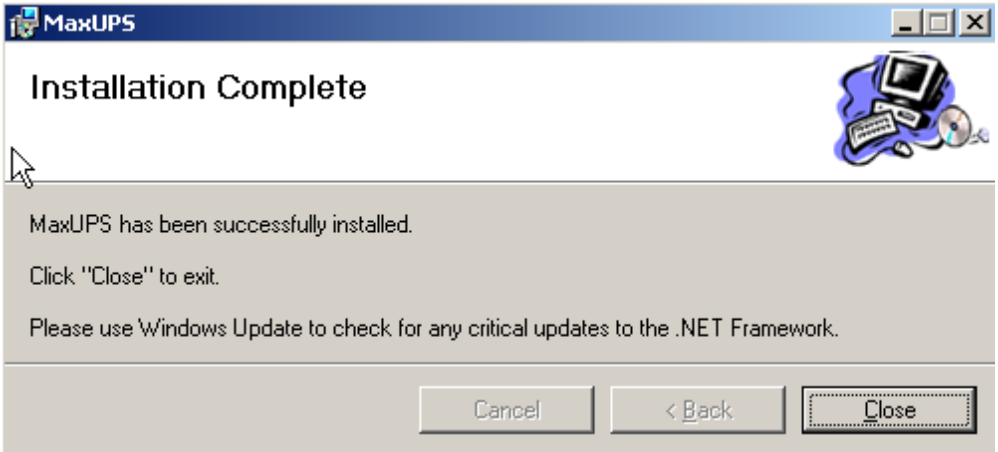

Figure 3-6
9) Click the **Next** button to confirm the installation and observe the **Installation Complete** dialog as illustrated in Figure 3-6.